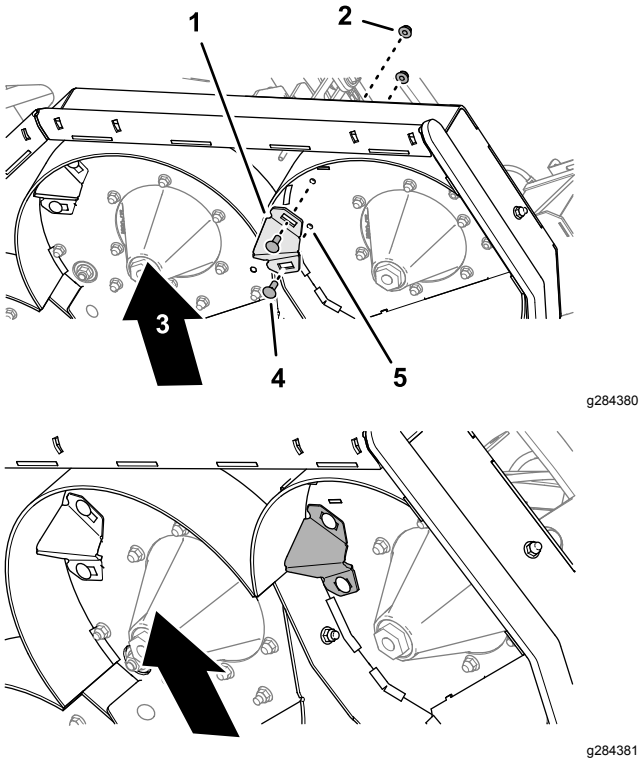

Figure 27
5. At the left side of the mower deck, align the slots in the kicker fitting with the 2 holes 10 mm (3/8 inch) that you drilled into the mower deck (Figure 27).
6. Assemble the kicker fitting to the deck (Figure 27) with 2 carriage bolts (3/8 x 1 inch) and 2 flange locknuts (3/8 inch).